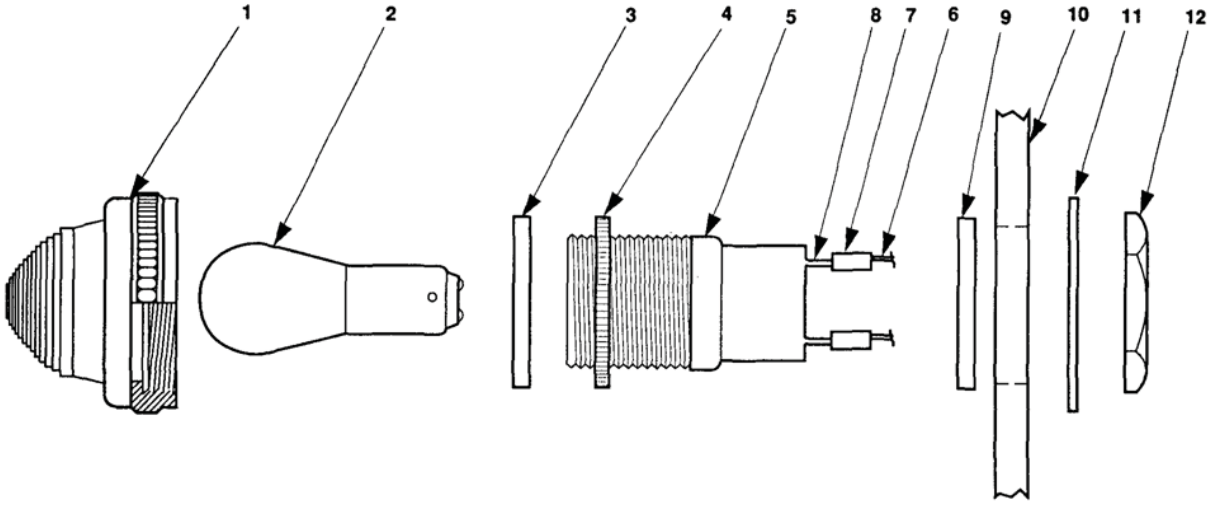

Figure 1. Synchronizing Light.
Remove lens (Figure 1, Item 1) and bulb (2) and measure for continuity between terminals (8). If continuity exists, replace lamp housing.
Refer to WP 0021 Disassembly and Assembly using Figure 1.